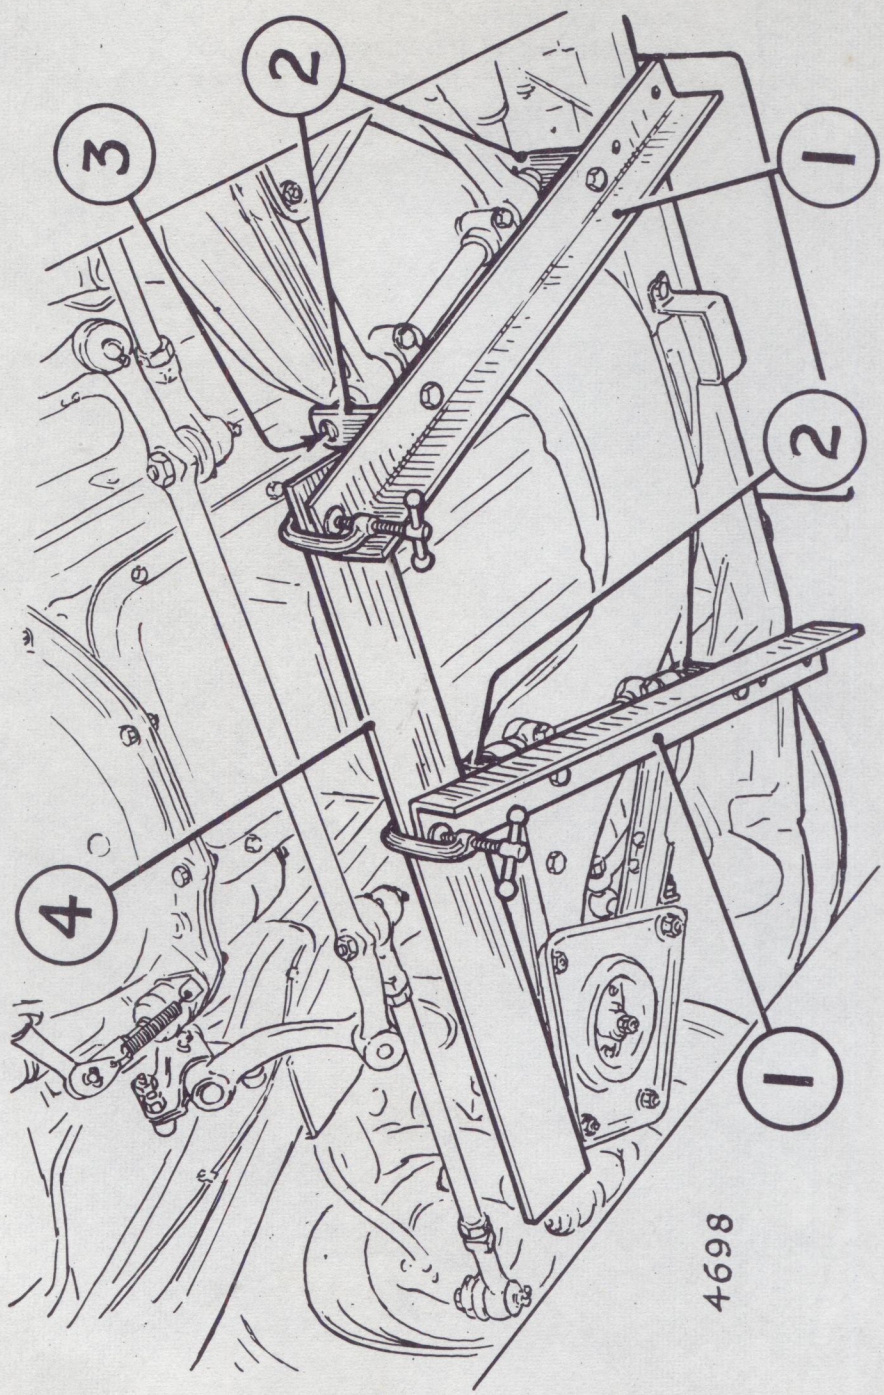

Fig. 15. *Ball-pin height checking fixture in position. Details of items 1 to 4 are given in the following illustration*
BALL PIN HEIGHTS (Figs. 15, 16 and 17)
3. Set up the checking fixture as shown in Fig. 15.